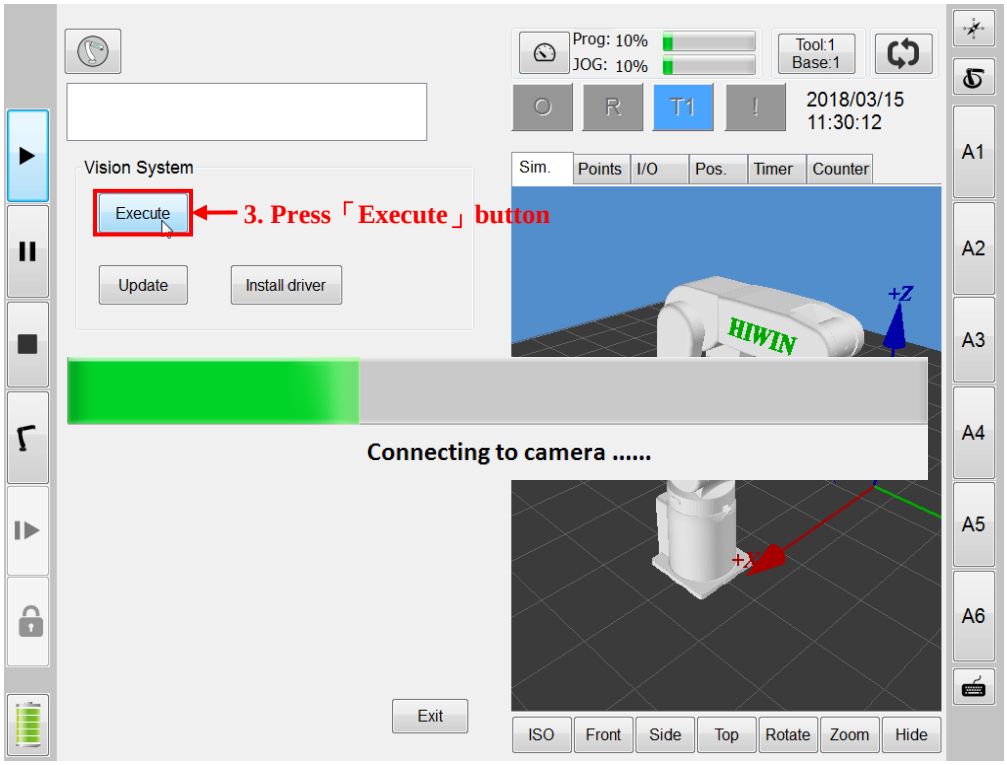

Figure 5-2 Waiting for vision system to be connected
2. As shown in Figure 5-2, press the "Execute" button. At this time, if the startup is successful, the message “Execute Successfully” will appear. After closing the message window, wait for the vision system to connect and open the setting interface.